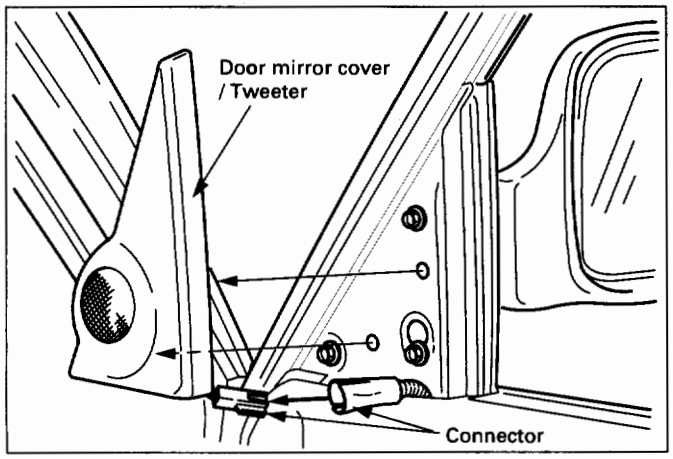

Fig. 10-33
- On a model equipped with a tweeter, remove the connectors. (Fig. 10-33)